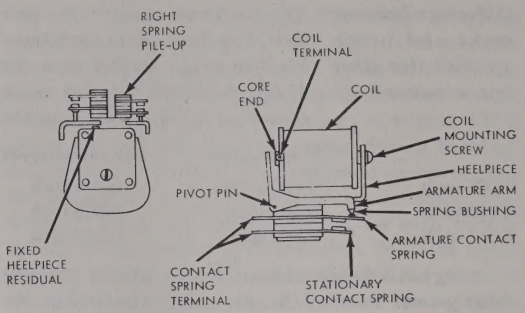

Figure 7-123. Single Coil Fast Acting Relay (Class S)
d. TESTING AND ADJUSTING THE CLASS S RELAY K-104. *(See figure 7-123.)*
(1) ALIGNMENT.
(*d*) When a double armature relay has only make spring combinations in the right and left spring pile-ups, the total tension when the relay is not operated in the right spring pile-up shall exceed that of the total tension in the left spring pile-up by a minimum of 15 grams (see figure 7-123).